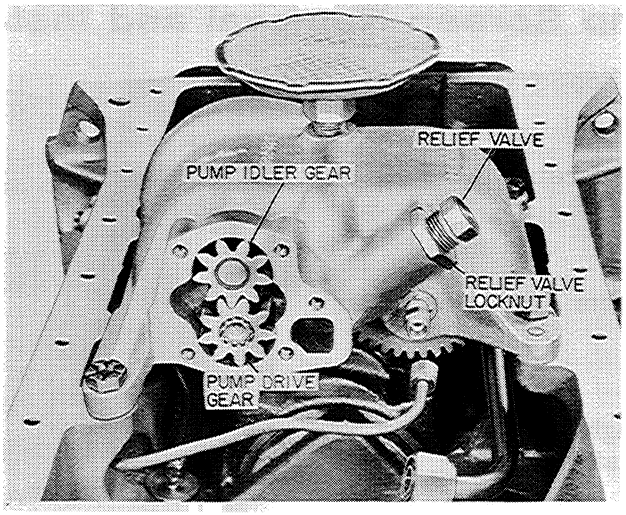

Figure MM-10
1. Remove the oil pump body cover, Figure MM-10. The cover is a ground-lapped fit to the body. No gasket is necessary.
2. The pump idler gear, Figure MM-10, floats on a stub shaft and can be easily pulled off the shaft by hand.
The pump drive gear, Figure MM-10, is splined to the balancer drive shaft and also can be easily pulled out. Check the condition of the gear teeth. If they are chipped or damaged in any way, the gear must be replaced.
3. Loosen the relief valve locknut and remove the adjusting screw, spring and valve, Figure MM-10.